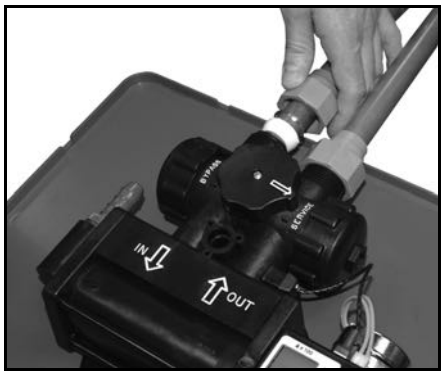

Figure 3: Connect Water Lines
D. Attach the water lines to the appliance in compliance with all state and local, building, plumbing, and electrical codes. (See Figure 3.)